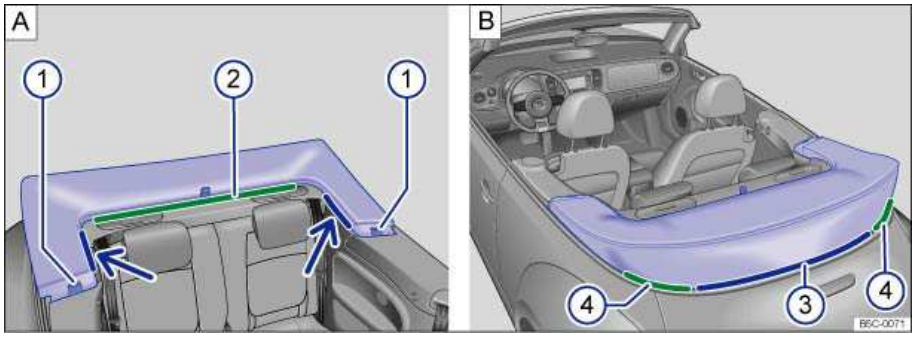

Fig. 40 With the convertible top open: Convertible top cover.
- Snap the clips on either side of the convertible top cover ⇒ fig. 40 **A** (1) into place on the rear side of the trim panels above the rear seats.
- Insert each interior side of the convertible top cover ⇒ fig. 40 **A** (arrows), behind the trim panels.
- Insert the front area of the convertible top cover ⇒ fig. 40 **A** (2) behind the Automatic Rollover Support System.
- Insert the rear area of the convertible top cover ⇒ fig. 40 **B** (3) next to the seal above the luggage compartment lid until the edge of the convertible top cover is completely tucked under the seal and the seam is no longer visible.
- Press the left and right sides of the cover into the retainer completely ⇒ fig. 40 **B** (4).
- Press the release buttons on each side of the cover ⇒ fig. 40 **A** (1) and lift the convertible top cover at the inner side (arrows).
- Pull the convertible top cover out by the loop in area ⇒ fig. 40 **A** (2) (slide your other hand under the cover and lift area (2) up while pulling on the loop, if necessary).
- Pull the left and right sides of the cover out of the retainer ⇒ fig. 40 **B** (4).
- Pull the rear area of the convertible top cover ⇒ fig. 40 **B** (3) next to the seal above the luggage compartment lid.